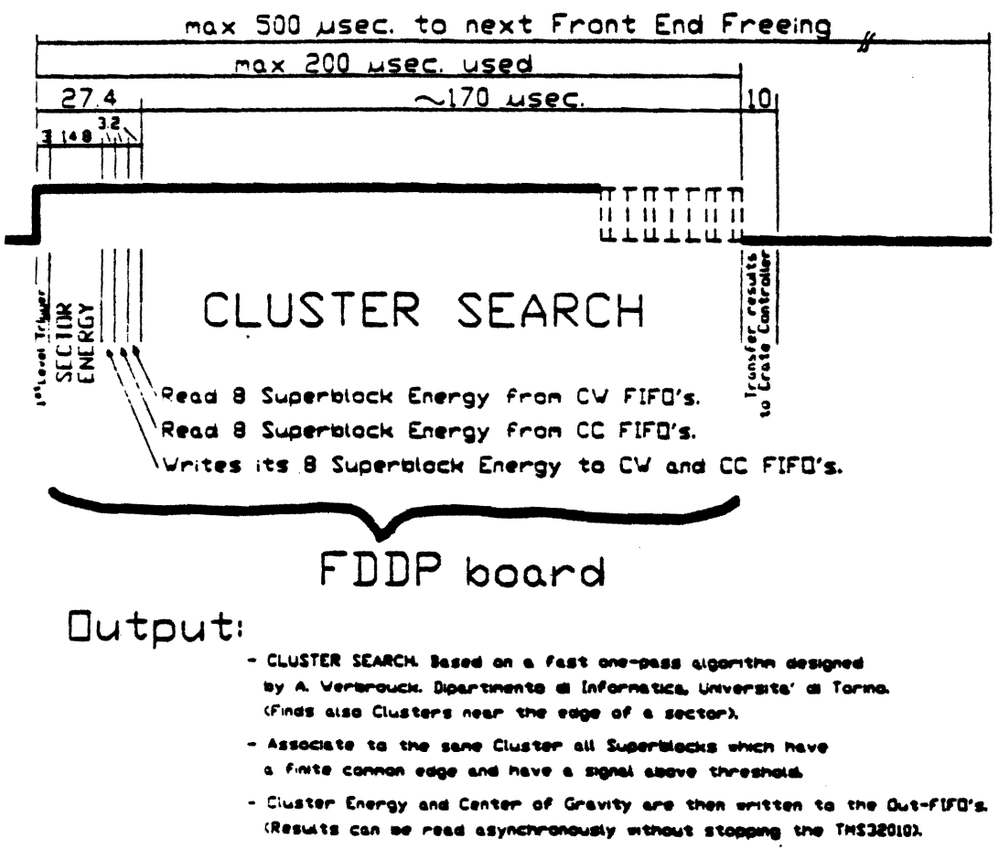

Figure 15: Typical timing diagram of FEMC third level trigger.
- cluster finding with the associated information of cluster energy and cluster center of gravity, for the third level (see Fig. 15).
2. finds the clusters [12] for the third level trigger (see timing diagram Fig. 15); for this task the Unit: